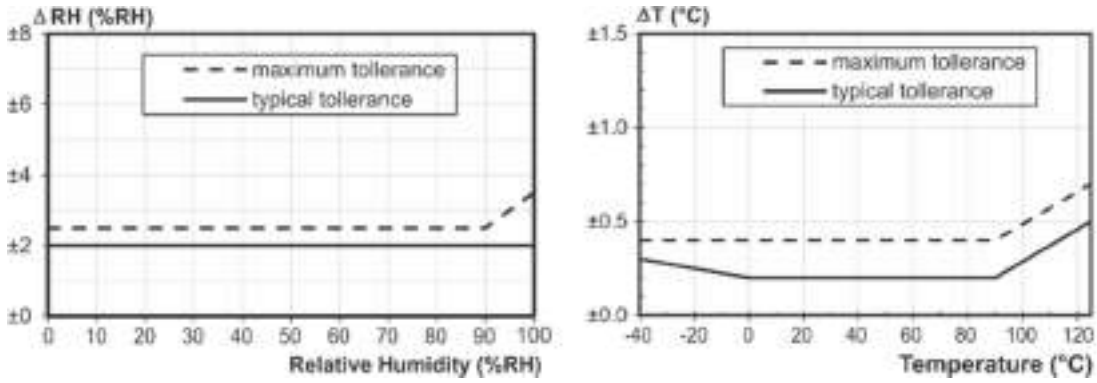

Figure 6: Sensirion SHT31 temperature and relative humidity accuracy
- Typical accuracy @25°C: ±2% (refer to Figure 6)
- Typical accuracy: ±0.2°C from 0°C to 90°C (refer to Figure 6)